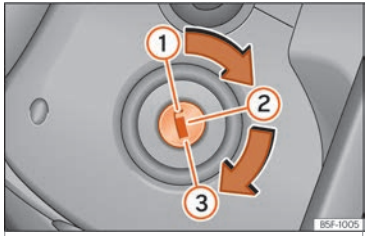

Fig. 236 Vehicle key positions
Vehicle keys ››› Fig. 236
3.	**Only in vehicles with diesel engine:** for preheating, turn the key in the ignition lock to position ››› Fig. 236 ②. A control lamp lights up on the dash panel ➿.